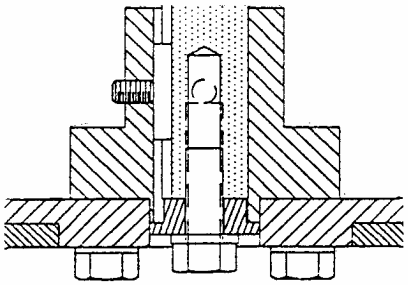

FIGURE 1
2. Remove the three 3/8" impeller retaining bolts using a 9/16" wrench. **DO NOT** remove the center bolt. (See FIGURE 1).